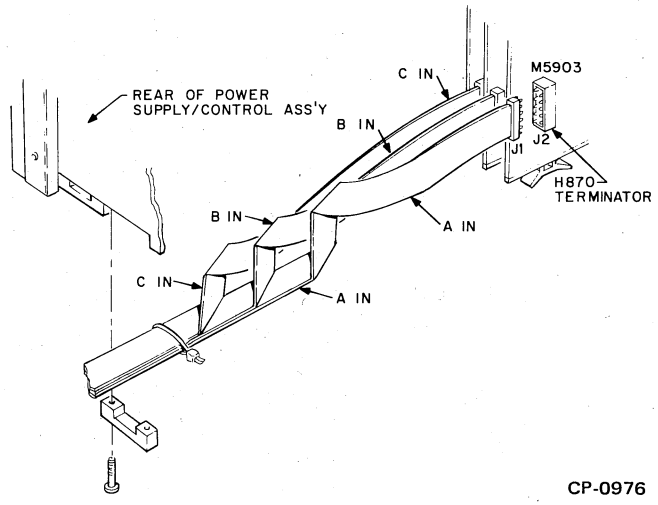

Figure 5-3 MASSBUS Cable Installation (Last or Only Drive)
If a drive is the only or last drive on the MASSBUS, it must have either M5903s, with H870 terminators in J2, or M5903-YAs, which incorporate the terminator resistors. These must be located in slots AB04, 05 and 06 (Figure 5-3).
7. The MASSBUS cable should be installed in the drive as shown in Figure 5-3 if the drive is the only or last drive on the MASSBUS.